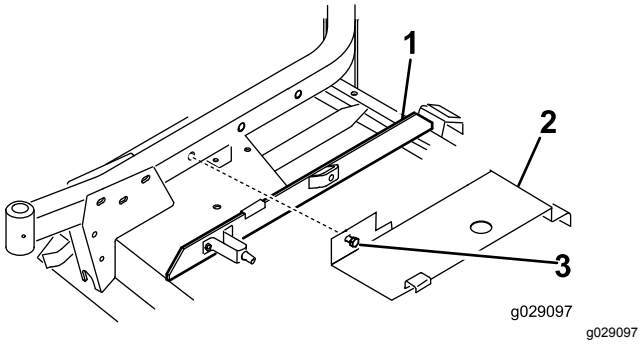

Figure 24
1. Insérez une moulure de garniture sur la barre de liaison droite, de manière que le côté du support de ressort soit à 10 cm du bord le plus éloigné de la moulure (Figure 24).
2. Accrochez l'arrière du couvercle de plateau (Figure 24) sur la goupille de profilé arrière tout en alignant le boulon de fixation du couvercle sur le trou dans le bras pivotant droit. Le couvercle doit être appuyé sur la moulure de garniture. Réglez la moulure selon les besoins.